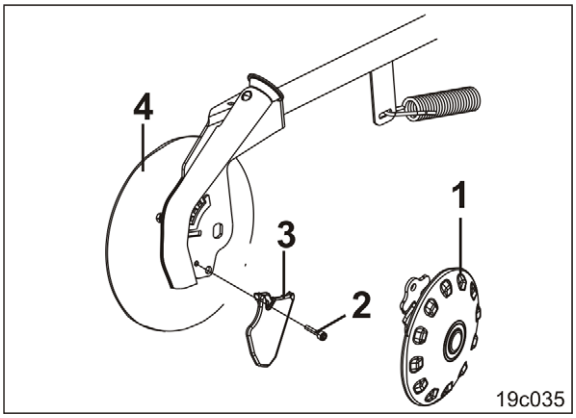

Fig. 263
1. Afmontér plastskiven (Fig. 263/1) (se kapitlet "Indstilling af RoTeC-plastskiver", på side 138)
2. Løsn cylinderbolten (Fig. 263/2) (boltens tilspændingsmoment 30-35 Nm).
3. Udskift slidspidsen (Fig. 263/3), og montér i omvendt rækkefølge.
Slidspidsen (Fig. 263/3) må ikke rage ud over såskivens kant (Fig. 263/4). Udskift evt. såskiven.